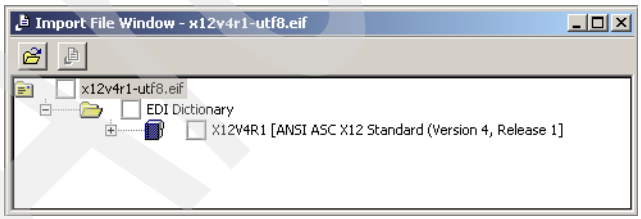

Figure 18-1 Import file window
2. Navigate to the directory in which the **x12v4r1-utf8.eif** file is stored. Select the file and click **Open**. The Import File Window opens as shown in Figure 18-1.